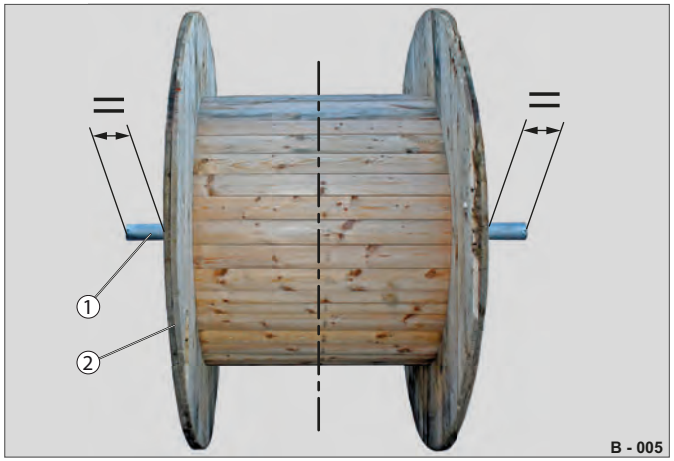

Fig. 7 Positionsudligning
▶ Placer transportakslen (Fig. 7 /1), så den stikker lige langt ud på begge sider af kabeltromlen (Fig. 7 /2).